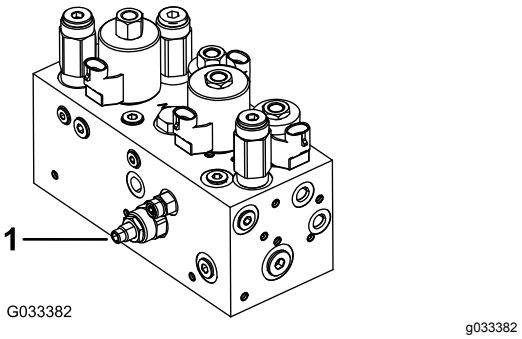

Figur 48
Klippenhetens lyft-/sänkkrets är utrustad med en flödesregleringsventil (Figur 48). Denna ventil är förinställd på fabriken till att vara öppen tre varv, men du kan behöva justera den för att kompensera för olika hydraulvätsketemperaturer, klipphastigheter osv.
1. Höj sätet och lokalisera flödesreglerventilen för mittdragramen (Figur 48), som sitter på sidan av hydraulgrenröret.